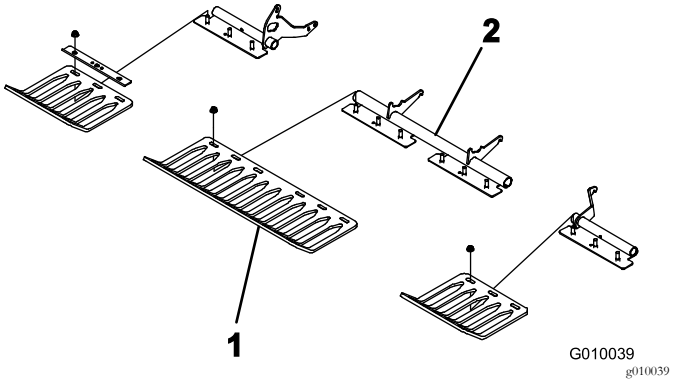

Figuur 23
4. Monteer de beschermvingers losjes op de beugels voor de beschermvingers met 4 klemmen en 12 flensmoeren (Figuur 23). Draai de bevestigingselementen niet vast aan.
Opmerking: De klemmen voor de beschermvingers en de flensmoeren zijn in de fabriek voor verzending vastgezet aan de beugels van de beschermvingers (Figuur 23).